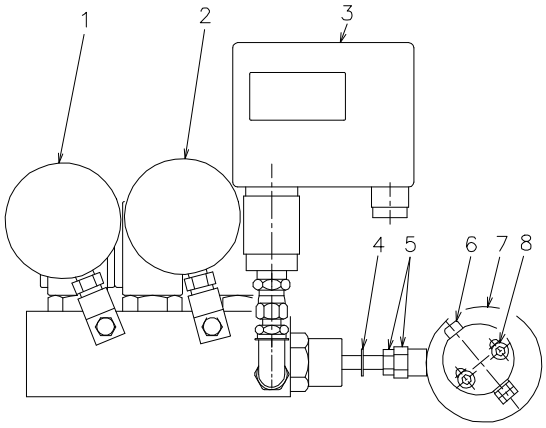
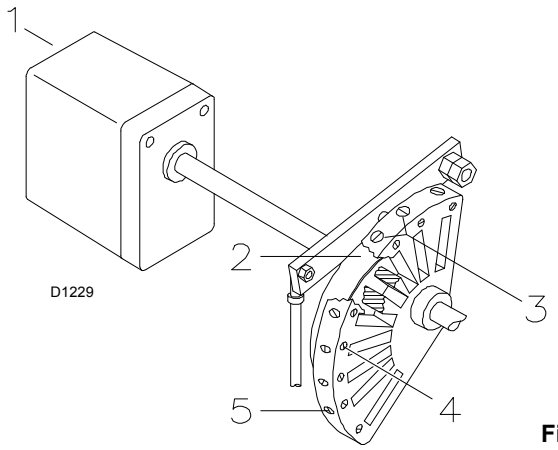

Fig. 24
Fig. 27
La pression du combustible sur le refoulement du gicleur doit être réglée sur le groupe variateur de pression et est visualisée par le manomètre 1) (Fig. 24).
La pression du combustible sur le retour du gicleur doit être réglée sur le groupe variateur de pression et est visualisée par le manomètre 2) (Fig. 24).
La pression minimum du combustible sur le retour du gicleur ne doit être réglée qu'avec l'écrou 5) (Fig. 24); visser cet écrou pour diminuer la pression et le dévisser pour l'augmenter.
La pression maximum du combustible sur le retour du gicleur ne doit être réglée qu'avec la vis 6) (Fig. 24) de l'excentrique 7) (Fig. 24); visser cette vis pour augmenter la pression et la dévisser pour la diminuer.
L'air se règle à l'aide des vis 3) de la came à profil variable 2) (Fig. 27, page 23) qui commande le volet de l'air: visser ces vis pour augmenter le débit d'air et les dévisser pour le diminuer.
Faire en sorte que les organes de réglage de l'air et du combustible puissent être actionnés avant d'allumer le brûleur, c'est-à-dire desserrer les vis 4) de la came 2) (Fig. 27), desserrer l'écrou, le contre-écrou 5) (Fig. 24) les deux vis 8) (Fig. 24) du groupe variateur de pression et l'excentrique (Fig. 24).
Régler la pression du combustible sur le retour du gicleur, en n'agissant que sur l'écrou 5) (Fig. 24); pour régler la pression voulue pour l'allumage ainsi que le débit minimum.
Quand le servomoteur a atteint l'ouverture maximum, régler la pression du combustible sur le retour du gicleur, **toujours en n'agissant que sur la vis 6) (Fig. 24) de l'excentrique,** pour régler ainsi la pression voulue pour le débit maximum.
Ne visser la vis 6) (Fig. 24) que quand elle correspond à une augmentation de pression, afin d'assurer une variation sur l'ensemble de l'angle de rotation.
Bloquer alors l'écrou, le contre-écrou 5)(Fig. 24) et les deux vis 8) (Fig. 24) du groupe variateur de pression.
Après avoir réglé la pression minimum et maximum, régler soigneusement la combustion sur différentes positions de modulation en n'intervenant que sur le réglage du débit d'air à l'aide des vis 3) (Fig. 27) de la came.
Après avoir complété le réglage de la combustion, bloquer les vis 4) (Fig. 27) et contrôler à nouveau l'allumage. Celui-ci doit produire un son identique au son du fonctionnement qui s'ensuit. En cas de saccades, réduire le débit à l'allumage. En cas de saccades, réduire le débit à l'allumage.
- ➤ Pour un réglage correct, l'excentrique 7) (Fig. 24, page 22) doit travailler sur toute la plage du servomoteur (20° ÷ 130°) : une variation de pression doit correspondre à chaque variation du servomoteur.